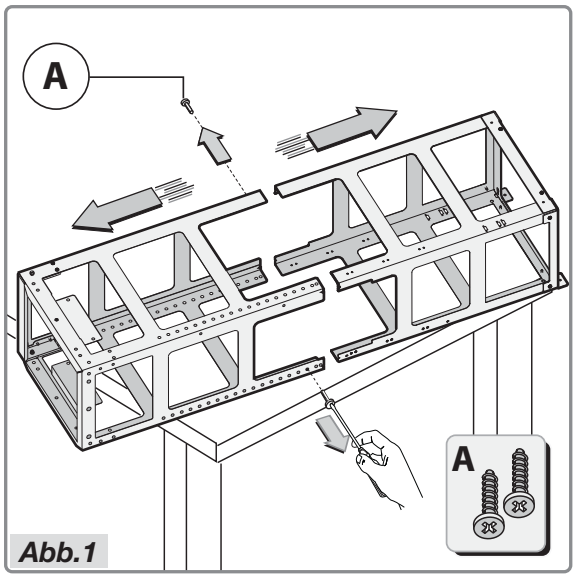

Abb.1
- Nehmen Sie die Konstruktion aus der Verpackung und entfernen Sie die zwei Schrauben **A**, um das Ober- vom Unterteil zu trennen (Abb.1).